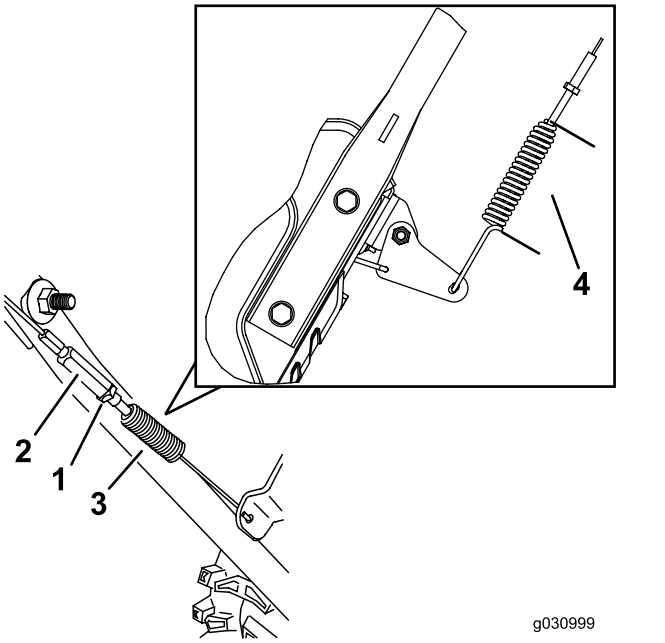

Figur 36
3. Løsn eller tilspænd spændemøtrikken for at justere fjederens længde til 5,5 cm som vist i Figur 36.
4. Tilspænd kontramøtrikken (Figur 36), og sørg for, at kablet strammes en anelse.